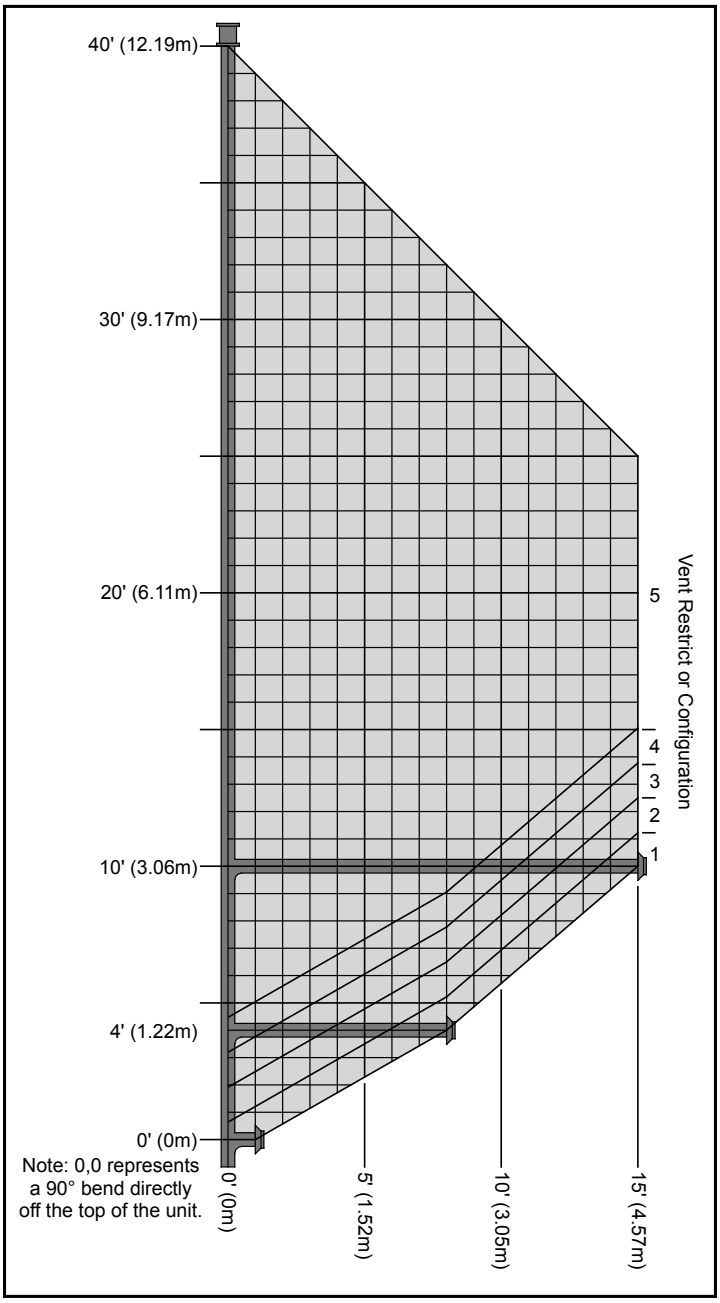
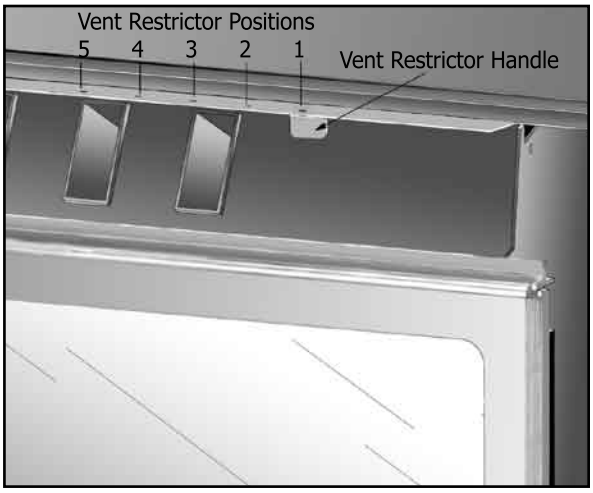

**Figure 20. Possible Vent Configurations**
**Figure 21. Possible Vent Restrictor Positions**
Figures 20 shows the range of venting options, it shows possible vent configurations if the unit is top vented, for vertical and horizontal terminations, any layout that remains within the shaded area is acceptable. Having the fewest number of elbows is ideal, as they tend to disrupt air movement. Using 45˚ elbows is preferable to using 90˚ elbows. Also, a shorter vent system will perform better than a longer one.
The vent restrictor controls the amount of air moving through the vent pipe. Longer vertical vent lengths necessitate greater restriction; position 1 is open and position 5 is maximum restriction. Figure 20 shows the vent restrictor settings required, relative to the length of vent pipe. The vent restrictor is located on the right side of the fireplace, above the glass. Figure 21 shows the vent restrictor handle and the holes that indicate the different levels. To avoid injury, it is best to make this adjustment when the fireplace is cool or use welder's gloves or oven mitts.
**Note:** 0,0 in Figure 20 represents a 90˚ bend directly off the outlet of the unit, 46" (1169 mm) from floor. This is for all horizontal instances **except** when using Selkirk and having less than a 4 feet (1.22 m) rise and 8 feet (2.44 m) horizontal offset. In this case, a 1 foot rise must be added below the 90˚ bend.